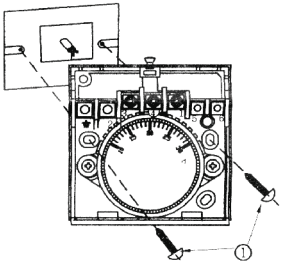

Рис. 2
2. Закрепите термостат на стене при помощи дюбелей и шурупов (рис. 2).